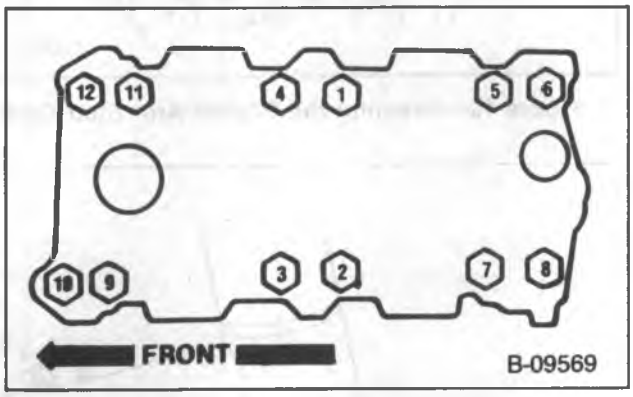

Figure 9—Intake Manifold Bolt Tightening Sequence
- Intake manifold bolts to 48 N•m (35 ft. lbs.). Use the tightening sequence shown in figure 9.